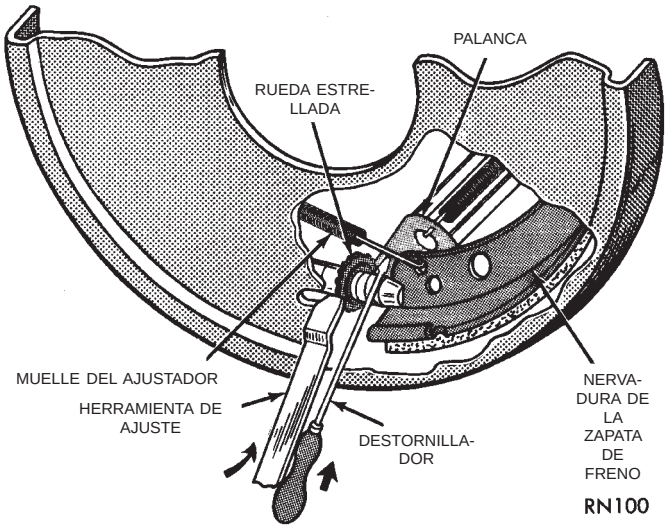

Fig. 60 Ajuste del freno
(1) Asegúrese de que la palanca del freno de estacionamiento esté totalmente desenganchada.
(2) Eleve el vehículo de manera que las ruedas traseras puedan girar libremente.
(3) Retire el tapón de cada uno de los orificios de acceso en las placas de apoyo del freno.
(4) Afloje la tuerca de ajuste del cable del freno de estacionamiento hasta que quede suelto el cable delantero.
(5) Inserte la herramienta de ajuste a través de orificio de acceso de la placa de apoyo y encaje la herramienta en el diente de la rueda estrellada del tornillo de ajuste (Fig. 60).